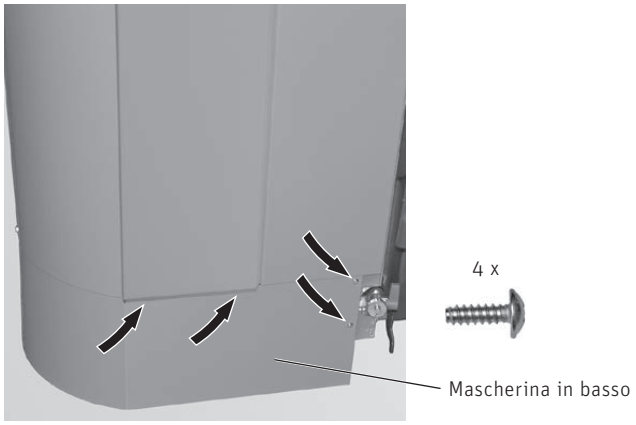

Fig. 80 Montare la mascherina inferiore per la stiva (solo BioWIN Klassik / Premium)
▶ Avvitare in basso la mascherina inferiore per la stiva con 4 viti autofilettanti – Fig. 80.